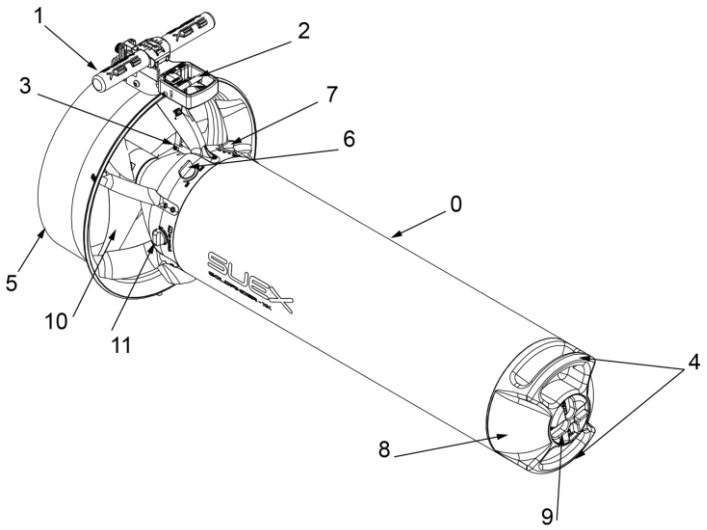

Fig 1 - Descrizione delle parti
Lo Scooter subacqueo Goldfinder XJ è costituito da un corpo cavo perfettamente ermetico, dalla forma idrodinamica, (Fig.1), all'interno del quale sono alloggiati il motore elettrico, le batterie ricaricabili ed il riduttore di velocità necessari a muovere un'elica che fornisce una spinta propulsiva.
Osservando lo scooter si può riconosce immediatamente la porzione centrale, detta corpo (0), costituita da un elemento tubolare cavo, (Fig.1), all'interno del quale sono alloggiati gli azionamenti e la batteria ricaricabile necessari al suo funzionamento.